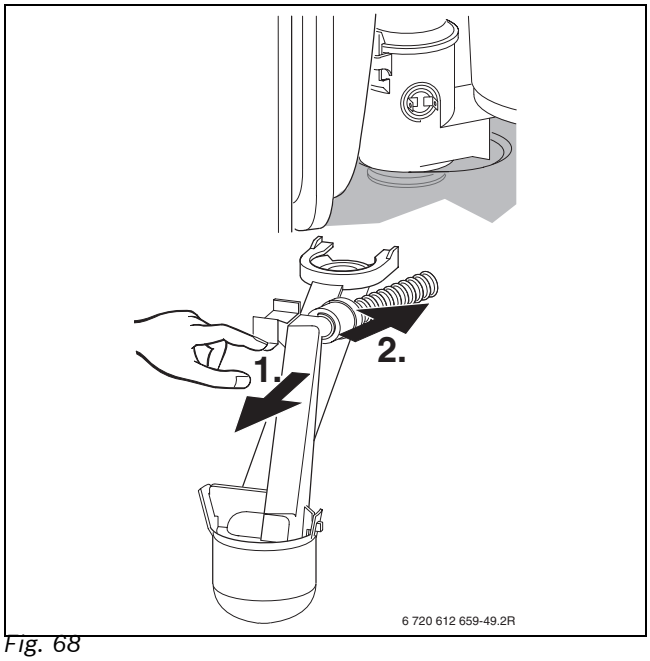

*Fig. 68*
- Posizionare un recipiente sotto il sifone interno, per evitare fuoriuscite di liquidi e svitare il sifone stesso (fig. 68).